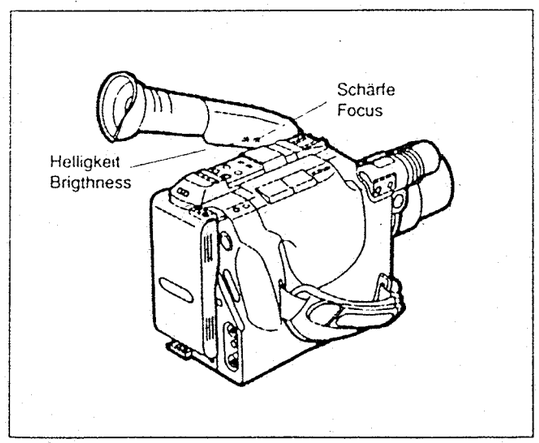

Fig. 1
- Schärfeeinstellung des Suchers = Regler „FOCUS". Siehe auch Fig. 1.
- Focus for the EVF = Adjuster "FOCUS". See Fig. 1.